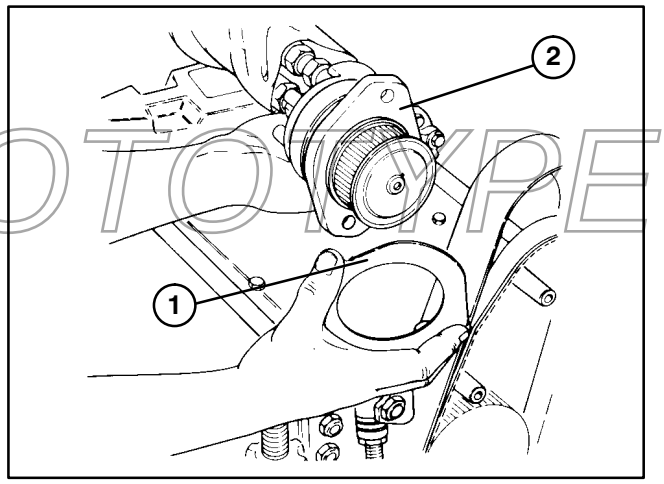

Figure 11
2. Discard shipping cover and install the drive plate shield onto the reel drive motor flange (Fig. 11). Be sure the widest portion of the shield is at the top.